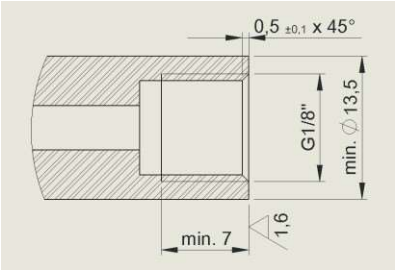

Figura 2: superficie de cierre y rosca
- Las superficies de sellado y la longitud de la rosca tienen que ser conformes con la **figura 2.**